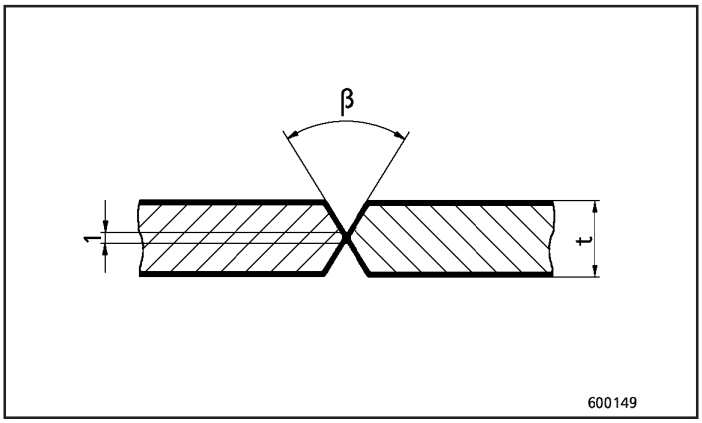

Fig.40
- Solda de topo em duplo “V” (Fig. 40)